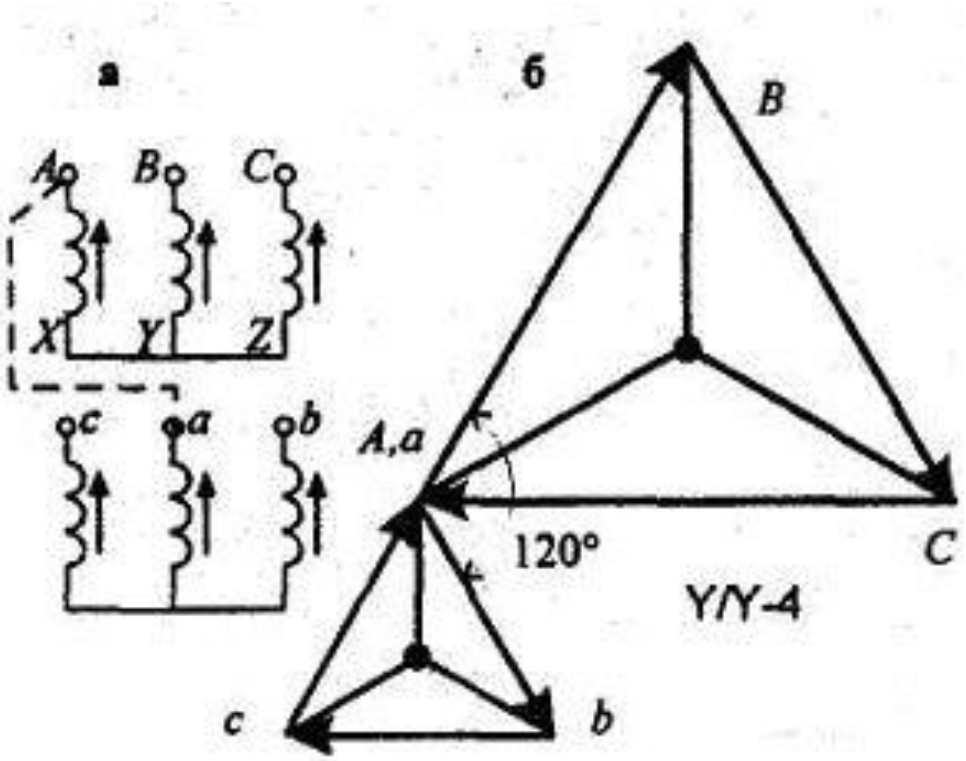

Рис. 6
- На рис. 6 представлена схема, в которой по сравнению со схемой рис. 4 выполнена круговая перемаркировка зажимов вторичной обмотки (a→b , b→c, c→a).